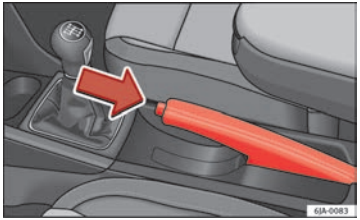

Fig. 103 Centre console: handbrake
– Pull the handbrake lever up slightly and press the unlock button **at the same time** ⇒ Fig. 103.